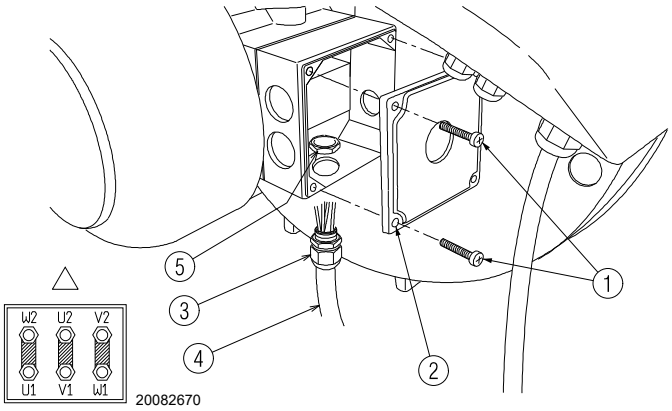

Fig. 24
- ➤ pour accéder au boîtier du moteur, dévisser les quatre vis 1)(Fig. 24) et enlever le couvercle 2) ;
- ➤ installer le câble 4) avec le raccord correspondant au boîtier moteur, en le fixant précisément avec l'embout 5)(Fig. 24).
- ➤ Effectuer un contrôle visuel final et fermer le boîtier du moteur en vissant les 4 vis 1)(Fig. 24).